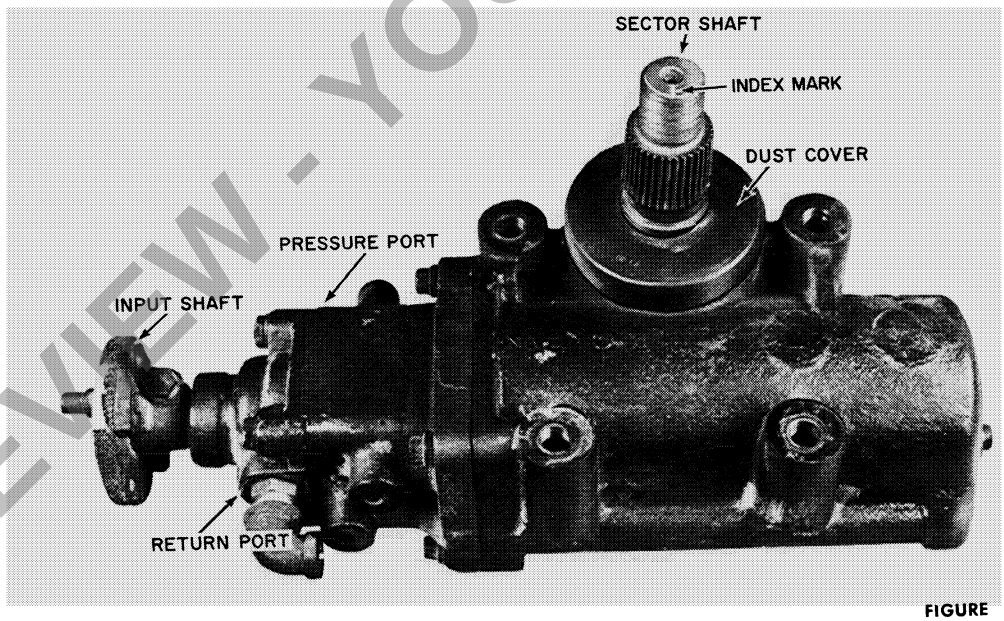

FIGURE 1
1. Rotate the input shaft until the index mark is perpendicular to the gear assembly, straight ahead position as shown in Figure 1.